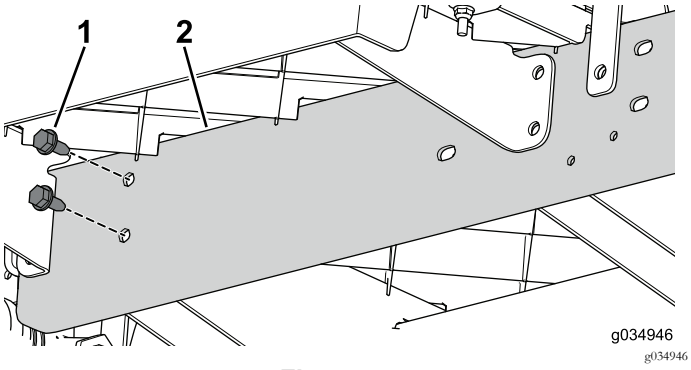

Figure 74
6. Servez-vous des 2 boulons (5/16" x ¾") pour monter, sans le serrer, le longeron d'extension sur le profilé central de la section avant de la machine (Figure 74).